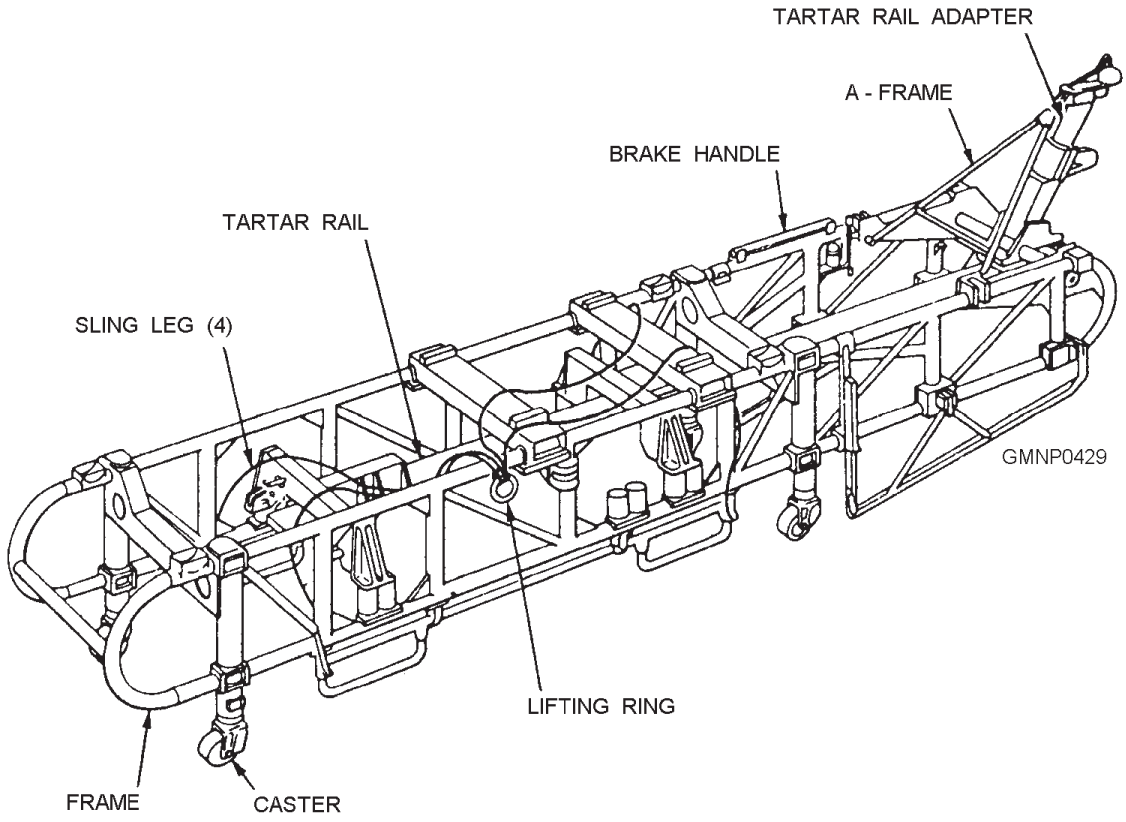
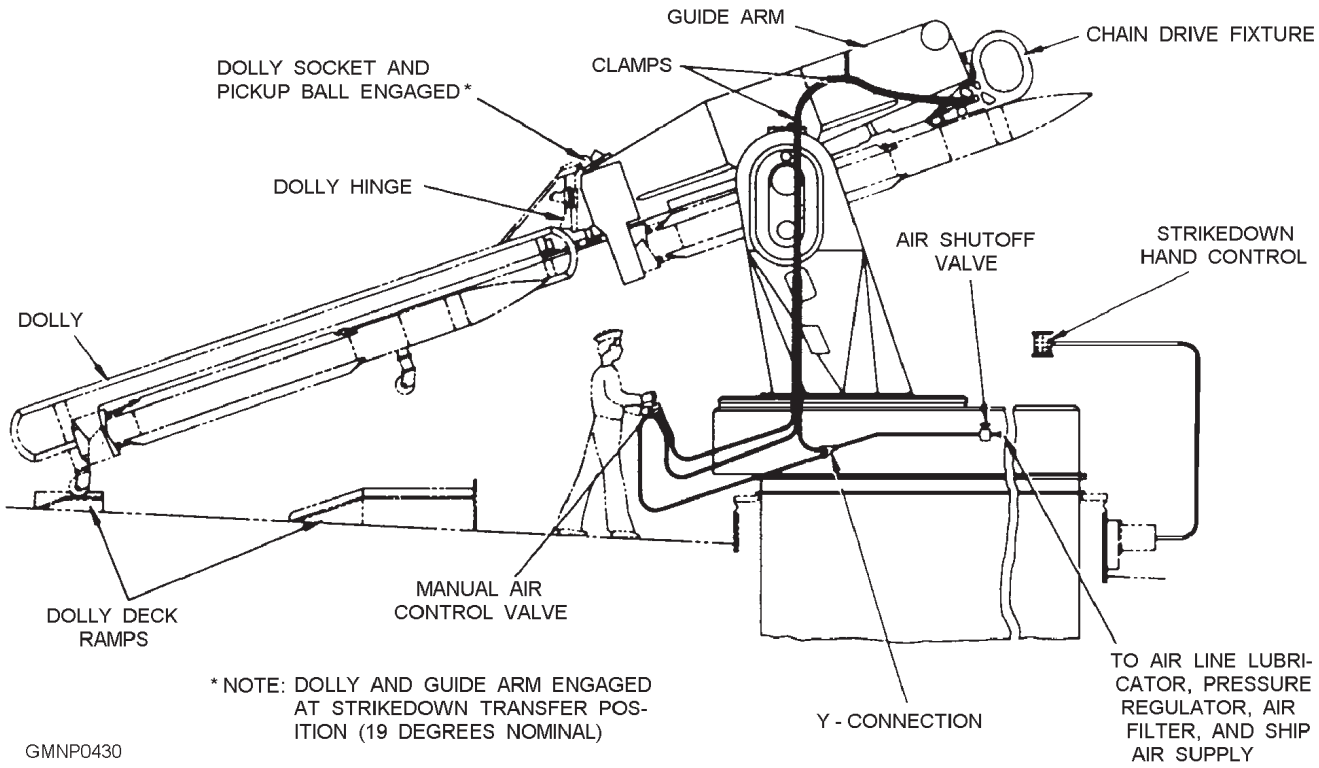

**Figure 8-3.—Transfer dolly.**
**Figure 8-4.—Mk 13 Mod 4 GMLS strikedown operations.**
The strikedown onload and offload operations of the Mk 13 Mod 4 GMLS require special strikedown handling equipment, which must be installed on the launcher. This equipment provides a pneumatically driven chain mechanism to transfer the missile between the guide arm and transfer dolly (fig. 8-3). Figure 8-4
**MANUAL AIR-CONTROL VALVE**.—The manual air-control valve is a three-position, hand-operated valve (see fig. 8-4). Air line hoses connect it to a convenient ship supply air source near the launcher. Other hoses connect it to the pneumatic components on the chain-drive fixture.